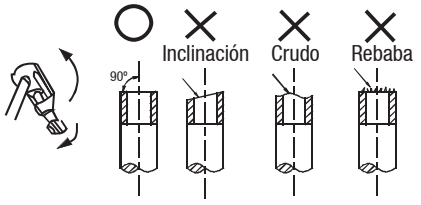

Fig.7-1
- Corte un tubo con una herramienta apta para cortar caños. (Ver Fig. 7-1)